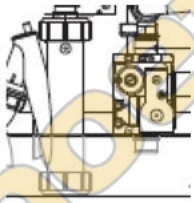

рис. 9.6
Демонтаж горелки вентилятора (см. 28 на рис. 9.6 и 9.7).
• Отсоедините кабеля электродов розжига 31 и контроля пламени (29 рис. 9.6 и 9.7).
• Открутите гайки газовой трубы (U) и (V), и снимите её (Z), см. рис. 9.6 и 9.7.
• Освободите вентилятор 27 от электрических проводов и от силиконовой трубки, рис. 9.6 и 9.7.
• Отсоедините трубу втягивания воздуха 34 от вентилятора, рис. 9.6 и 9.7..
• Открутите гайки (W) и извлеките горелку с вентилятором (28 рис. 9.6 и 9.7).